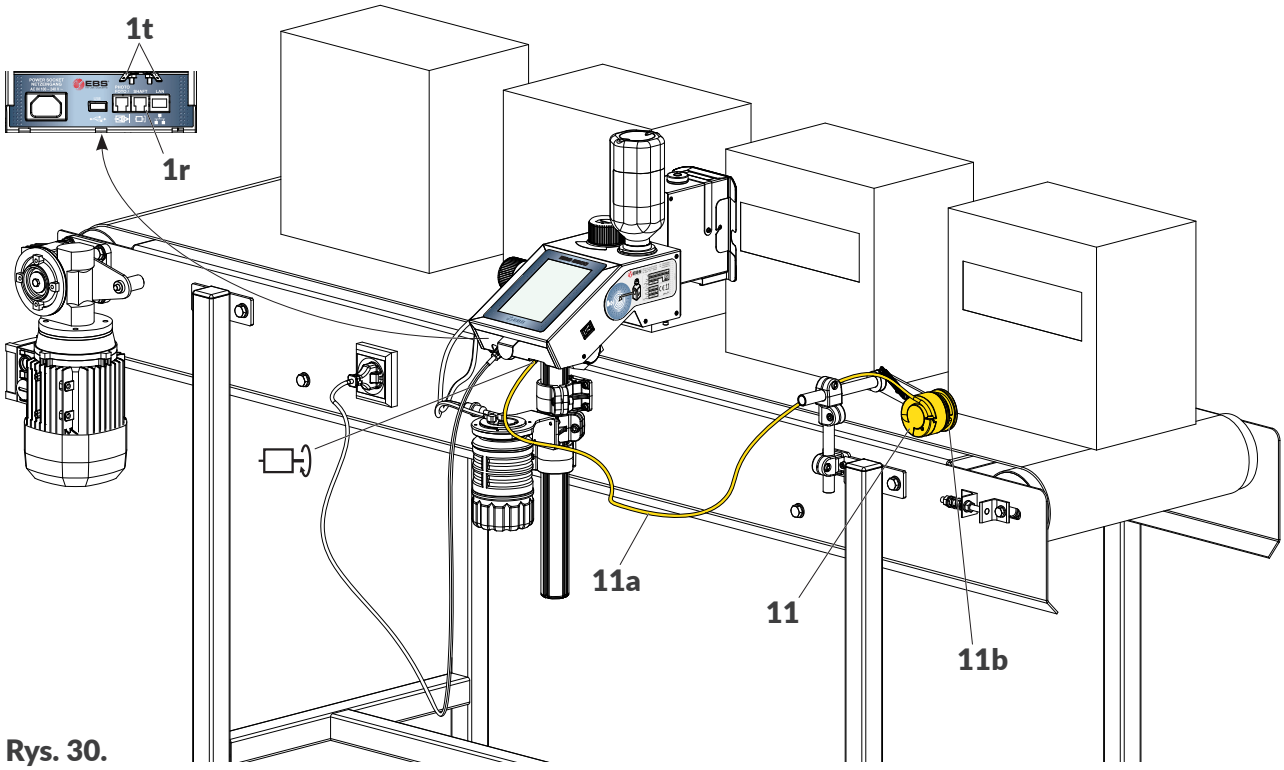

Rys. 30.
Drukarka **Hi-Res** EBS-2600 może zostać wyposażona w czujnik prędkości obrotowej (enkoder) **11** (patrz ***Rys. 30***), którego zadaniem jest dopasowanie szybkości drukowania do zmiennej szybkości przesuwania się opisywanych przedmiotów na transporterze produkcyjnym. W przypadku transporterów produkcyjnych o stabilnej szybkości przesuwu, zastosowanie enkodera nie jest konieczne. W takim przypadku, drukowanie może być taktowane z generatora wewnętrznego drukarki.
*Na **Rys. 30** przedstawiony jest przykładowy enkoder. W celu uzyskania informacji na temat dostępnych enkoderów skontaktuj się z autoryzowanym przedstawicielem firmy **EBS Ink-Jet Systems**.*